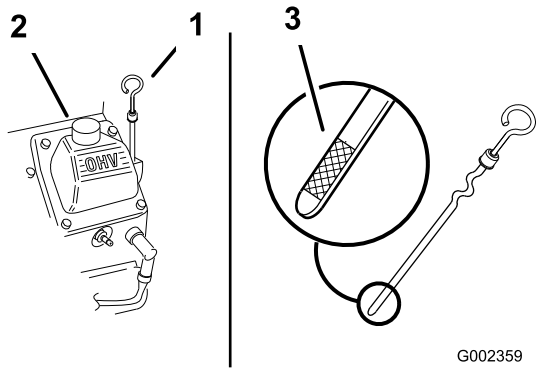

Figur 19
3. Rengjør rundt peilestaven (Figur 19) slik at det ikke kan komme smuss som kan skade motoren ned i påfyllingshullet.
4. Ta ut peilestaven, og tørk av enden (Figur 19).
5. Skyv peilestaven helt inn i påfyllingsrøret, men ikke tre den på røret (Figur 19).
6. Hell ca. 80 % av oljen som skal fylles på ned i påfyllingsrøret (Figur 19).